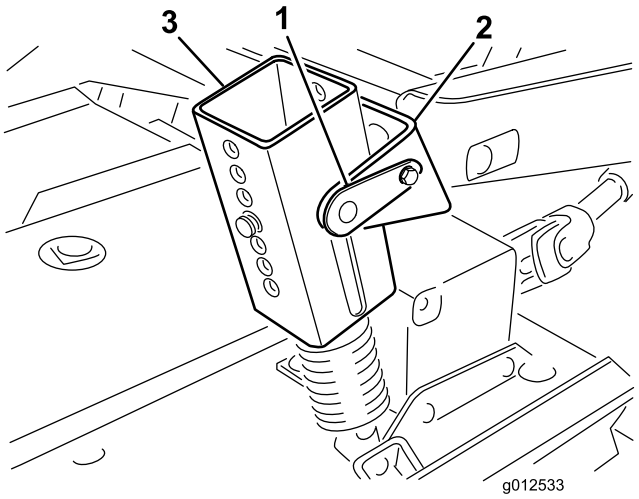

Figure 1
2. On 200 series traction units only, disconnect the counterbalance from the traction unit, remove the lock pins from the brackets, separate the spring tension assemblies from the brackets, and lay them down on the deck. Loosely secure the lock pins to the brackets to prevent losing them (Figure 1).